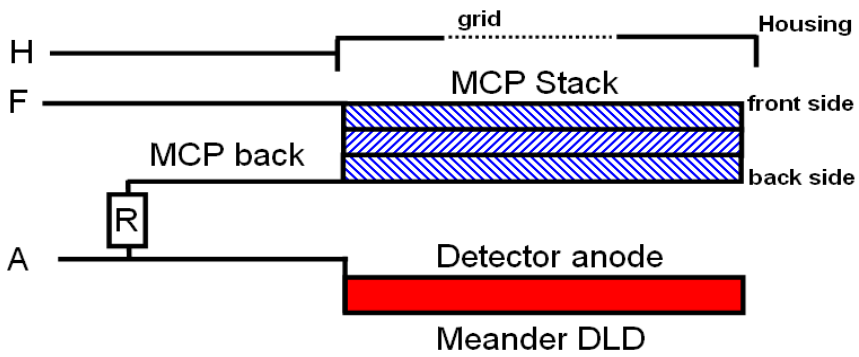

Figure 7: Internal connection of high voltage potentials (schematic)
The high voltage potentials for the delayline detector detector anode (A) front side of MCP stack (F), and housing with grid (H) are written directly on the SHV/ BNC feed-throughs. The internal high voltage connection for the delayline detector is given schematically in Figure 7.